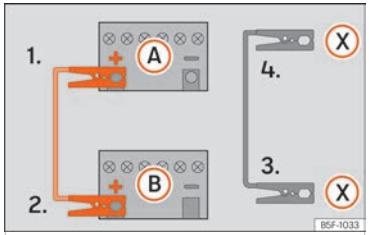

Fig. 196 Wiring diagram for vehicles with a start/stop system.
The jump leads should only be connected in the order **1 > 2 > 3 > 4** ››› Fig. 196.
Vehicles with a Start-stop system: connect one end of the black jump lead (X) to a suitable ground terminal, to a solid piece of metal in the engine block, or to the engine block itself ››› Fig. 196.
5. Connect the other end of the *black* jump lead (X) to a solid metal component bolted to the engine block or to the engine block itself of the vehicle with the flat battery. Do not connect it to a point near the battery **A**.